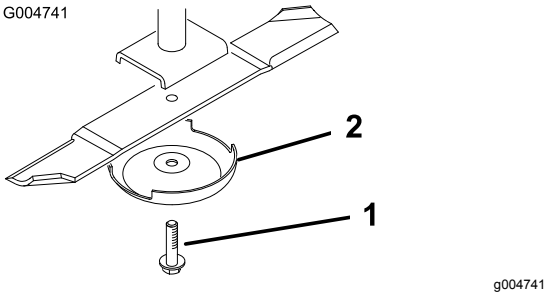

Figur 109
2. Hold enden av kniven med en fille eller en tykk hanske. Fjern knivbolten, antiskalperingsvernet og kniven fra spindelakselen (Figur 109).